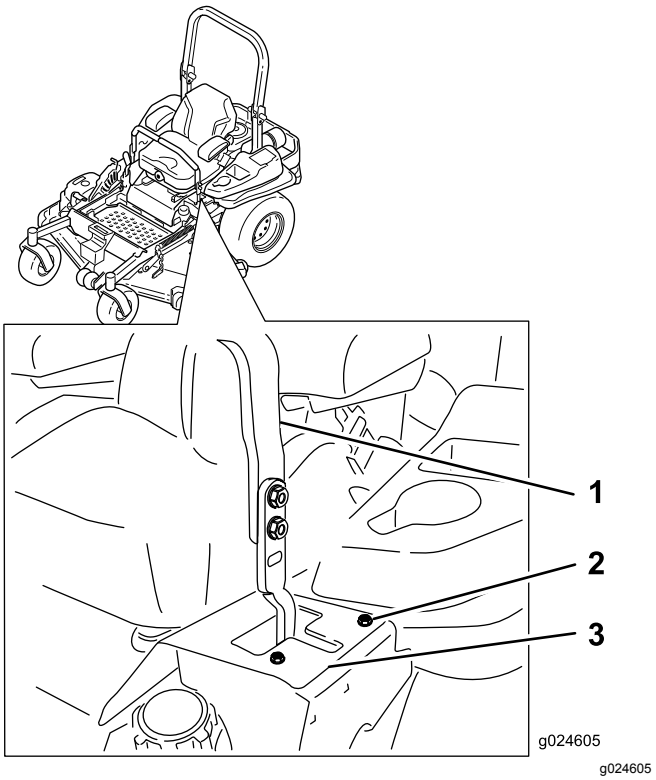

Figur 62
6. Hvis maskinen trekker til høyre, må du løsne boltene og justere den venstre stopplaten bakover på det venstre T-sporet til maskinen går rett fremover (Figur 62).
7. Hvis maskinen trekker til venstre, må du løsne boltene og justere den høyre stopplaten bakover på det høyre T-sporet til maskinen går rett fremover (Figur 62).
8. Stram til stopplaten (Figur 62).